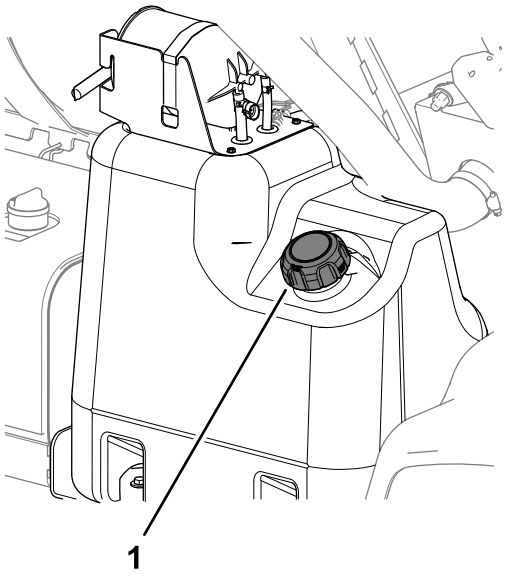

Figura 22
2. Limpie la zona alrededor del tapón del depósito de combustible (Figura 22).